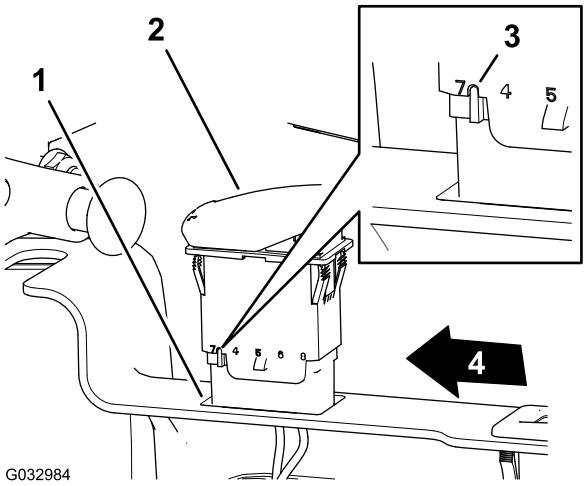

Figuur 16
4. Plaats de schakelaar met de inkeping in het schakelaarhuis naar de linkerkant van het bedieningspaneel (Figuur 16).
5. Duw de schakelaar in de opening in het bedieningspaneel totdat deze vastklikt in het paneel (Figuur 16).